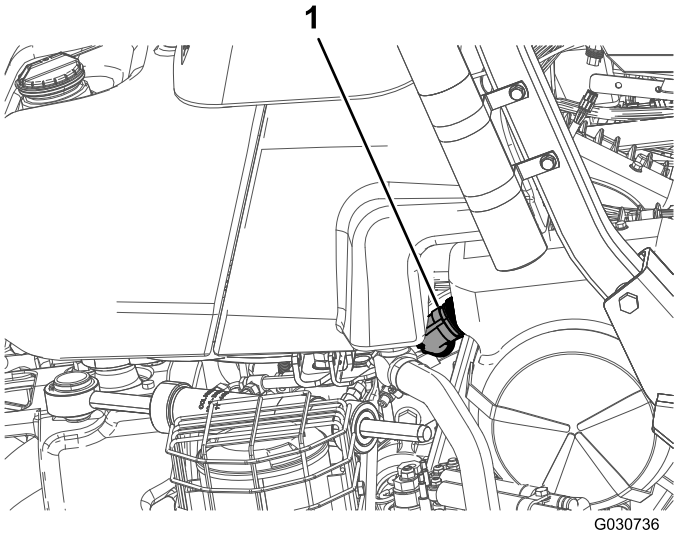

Figure 3
10. Débranchez la prise de l'alternateur, qui est située près du moteur (Figure 3).